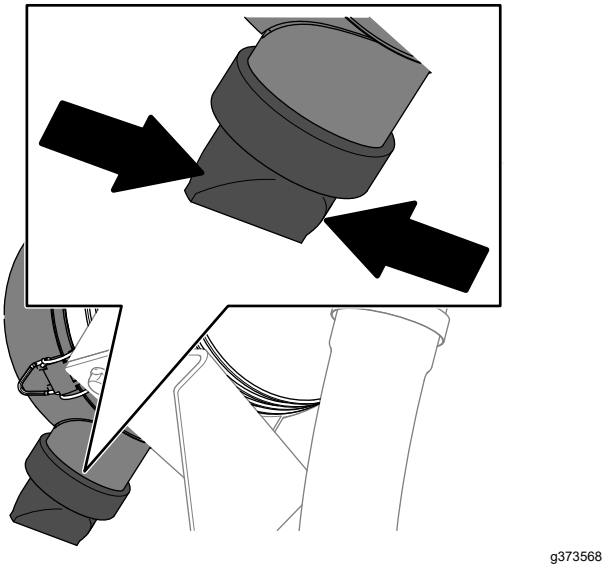

Figuur 81
5. Knijp de stofuitlaatklep in (Figuur 81).